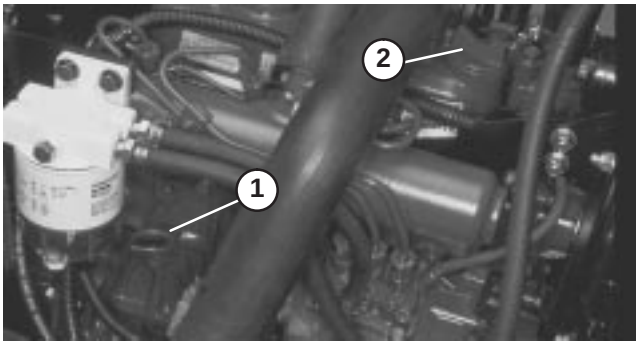

Figure 14
2. Remove dipstick, wipe clean and reinstall dipstick. Remove dipstick and check oil level on dipstick; Oil level should be up to the **full** mark (Fig. 14).
3. If oil is below **full** mark, remove fill cap and add SAE 10W–30 CD, CE, CF, CF–4 or CG–4 classification oil until level reaches **full** mark on dipstick (Fig. 14). **Do not over fill.** Crankcase capacity is 128 ounces (3.8 l) with filter.